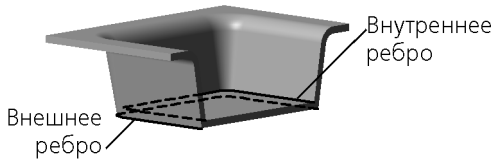

Рис. 112.6. Внутренние и внешние ребра дна штамповки (штамповка рассечена плоскостью, перпендикулярной базовой грани)
**Ребра дна** — ребра, образующиеся на стыках граней дна штамповки и граней ее боковых стенок. При этом ребра, принадлежащие внутренним боковым граням штамповки, считаются **внутренними ребрами дна**, а принадлежащие внешним боковым граням — **внешними ребрами дна** (рис. 112.6).